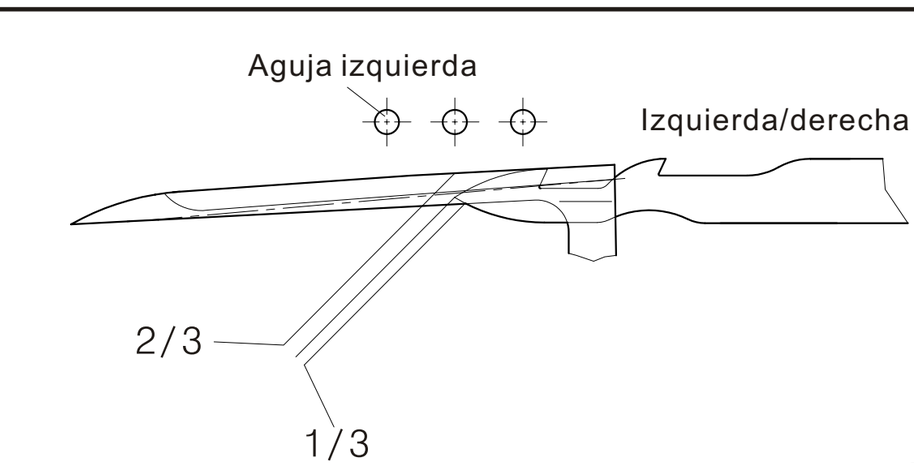

Fig. 25
(1) Cuando la aguja este en le punto mas alto, y el bucleador este en el punto las izquierdo, la posición frontal/posterior de la cuchilla inferior es aproximadamente 1/3 del grosor del bucleador. (Fig. 25)